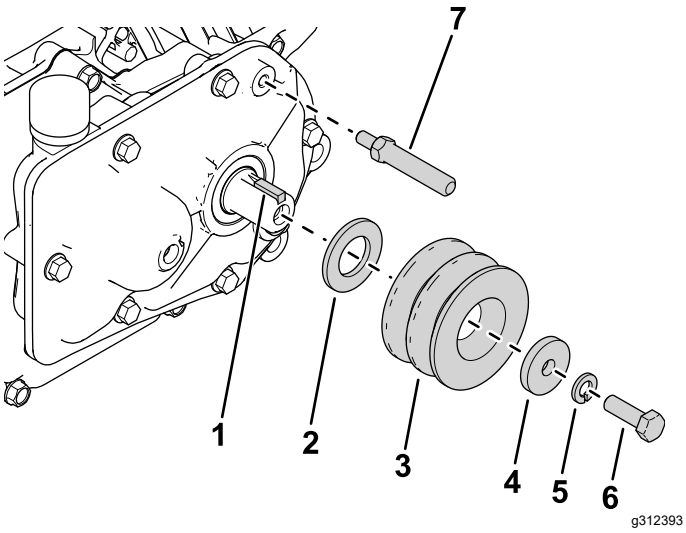

Bild 2
2. Setzen Sie Vierkant-Passfeder in die Antriebswelle ein (Bild 2).
3. Setzen Sie die neue Unterlegscheibe (M20), Antriebsscheibe, Unterlegscheibe (5/16“), Sicherungsscheibe und die Schraube (5/16" x 1") ein, wie in Bild 2 abgebildet.
4. Befestigen Sie die Kardanwelle des Antriebs am Getriebe (Bild 2).